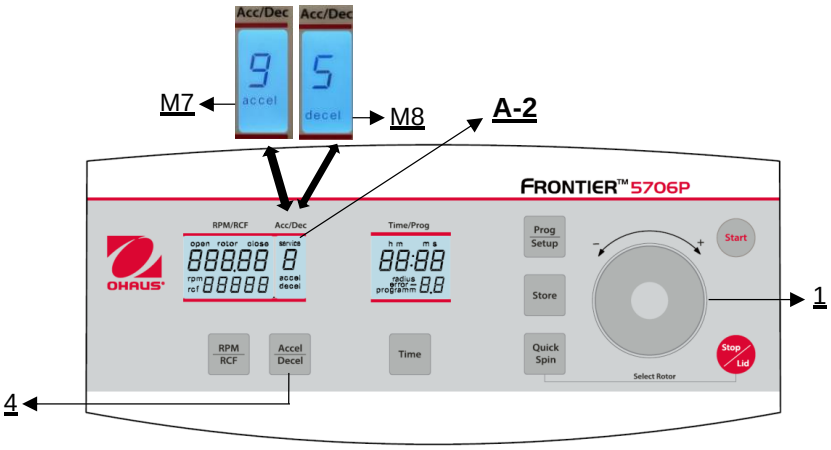

**Figure 19**
This function is activated through the key **"Accel/Decel"** (4) **(refer to Figure 19).**